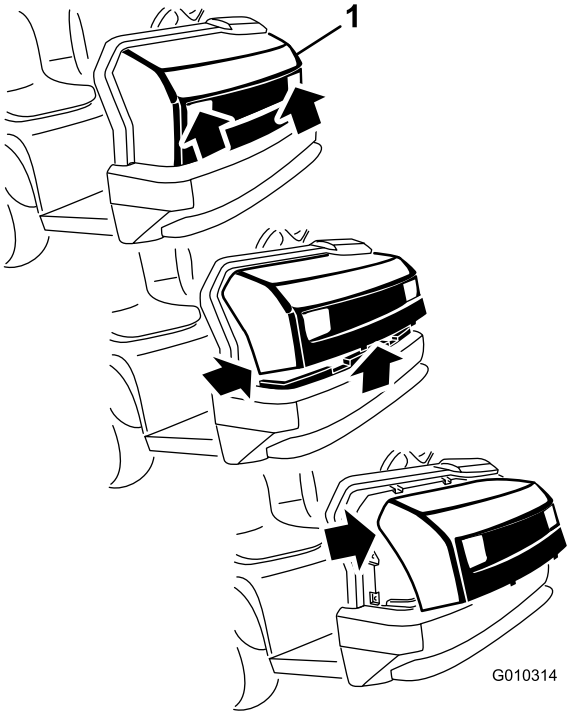

**Figur 37**
1. Fatta tag i strålkastaröppningarna på motorhuven och lyft huven uppåt så att de nedre monteringstapparna lossnar från ramspåren (Figur 37).
2. Sväng huvens nedre del uppåt tills de övre monteringstapparna kan dras ut från ramspåren (Figur 37).
3. Sväng huvens övre del framåt och koppla loss ledningskontakterna från strålkastarna (Figur 37).